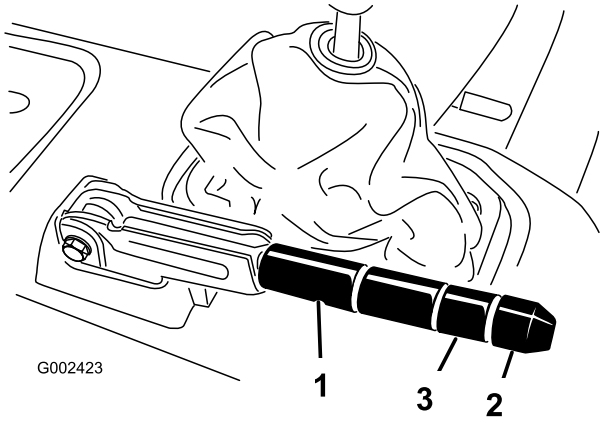

Figura 75
2. Afloje el tornillo de fijación que sujeta el pomo a la palanca del freno de estacionamiento (Figura 75).